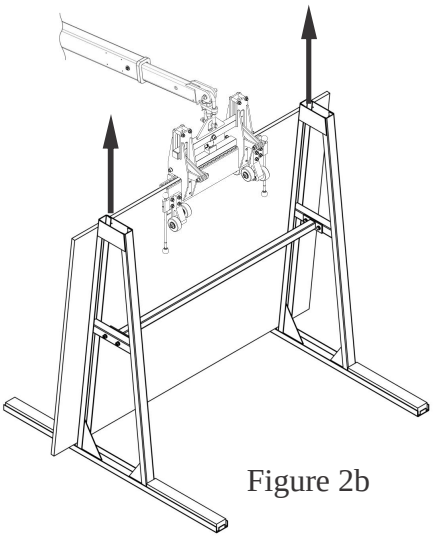

Figure 2b
- Lift the porcelain lifter slowly to ensure the load is balanced. While lifting the material, the automatic locking latch will release the clamp jaws to grip the material tightly. Now the material is ready to be moved away from the stand (Figure 2b).